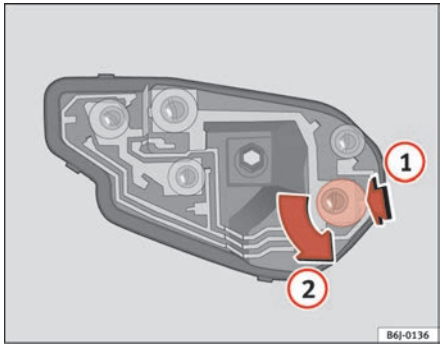

Fig. 158 Changing bulbs on rear lights
– Once the lamp holder has been removed, press downwards in the direction of the arrow (1) and at the same time, turn in the direction of the arrow (2) ⇒ fig. 158. ■